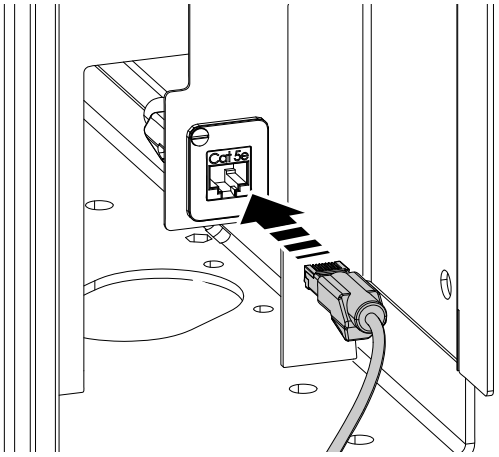

Fig. 1 Ethernetkabel in aansluiting
4. Steek de ethernetkabel in de in de fabriek gemonteerde aansluiting, raadpleeg Fig. 1 *Ethernetkabel in aansluiting*.